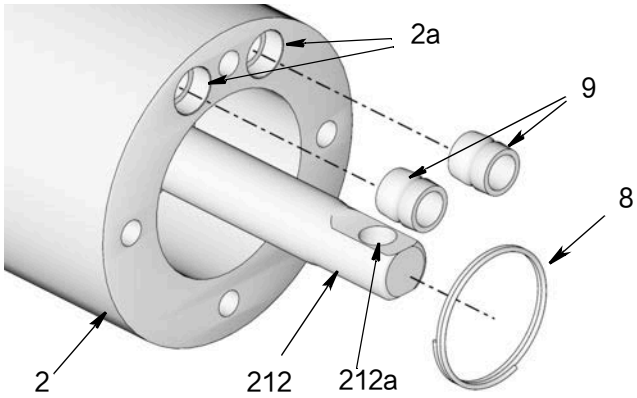
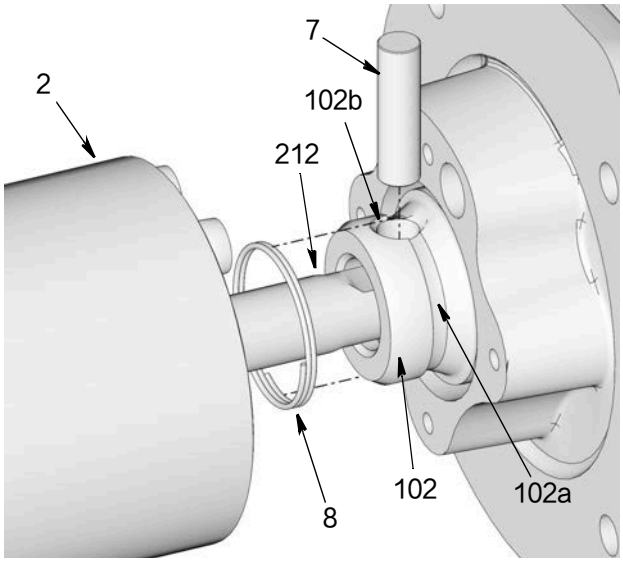
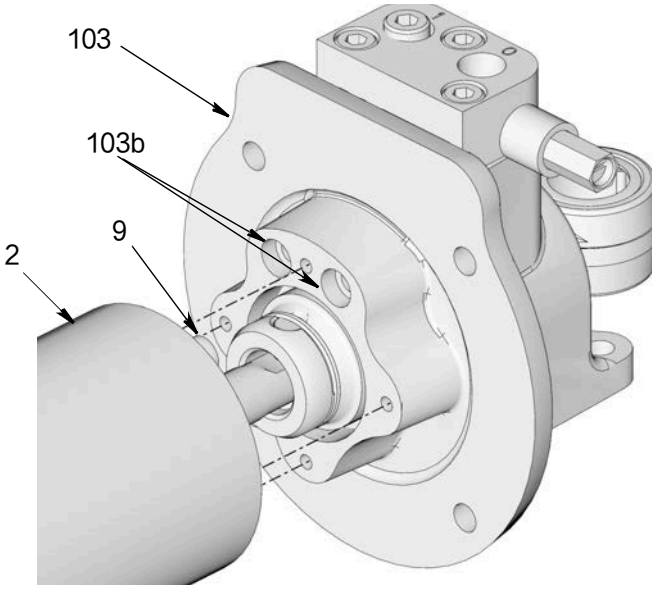

图 45
图 46
图 47
18. 向上推位移杆组件，直至位移杆 (212) 超过了泵适配器 (2)，如图 45.
19. 在垫圈 (9) 上抹上薄薄一层润滑脂。将密封安装在泵适配器 (2) 上，如图 45
20. 将弹簧 (8) 置于位移杆 (212) 的端头上，如图 46.
21. 从老虎钳上移除阀组件。将位移杆 (212) 的孔 (212a)（图 45）与连接杆孔 (102b)（图 46）对齐。将销钉（7）穿过孔。
22. 将弹簧 (8) 滑到销钉 (7) 上，将销钉紧固就位。让弹簧位于连接杆 (102) 的沟槽 (102a) 中，防止在泵运行时移动。
23. 将泵适配器 (2) 中两个垫圈密封 (9) 与齿轮箱泵支架 (103) 的两个孔 (103b) 对齐。将泵下部和泵组件推到一起（图 47）。